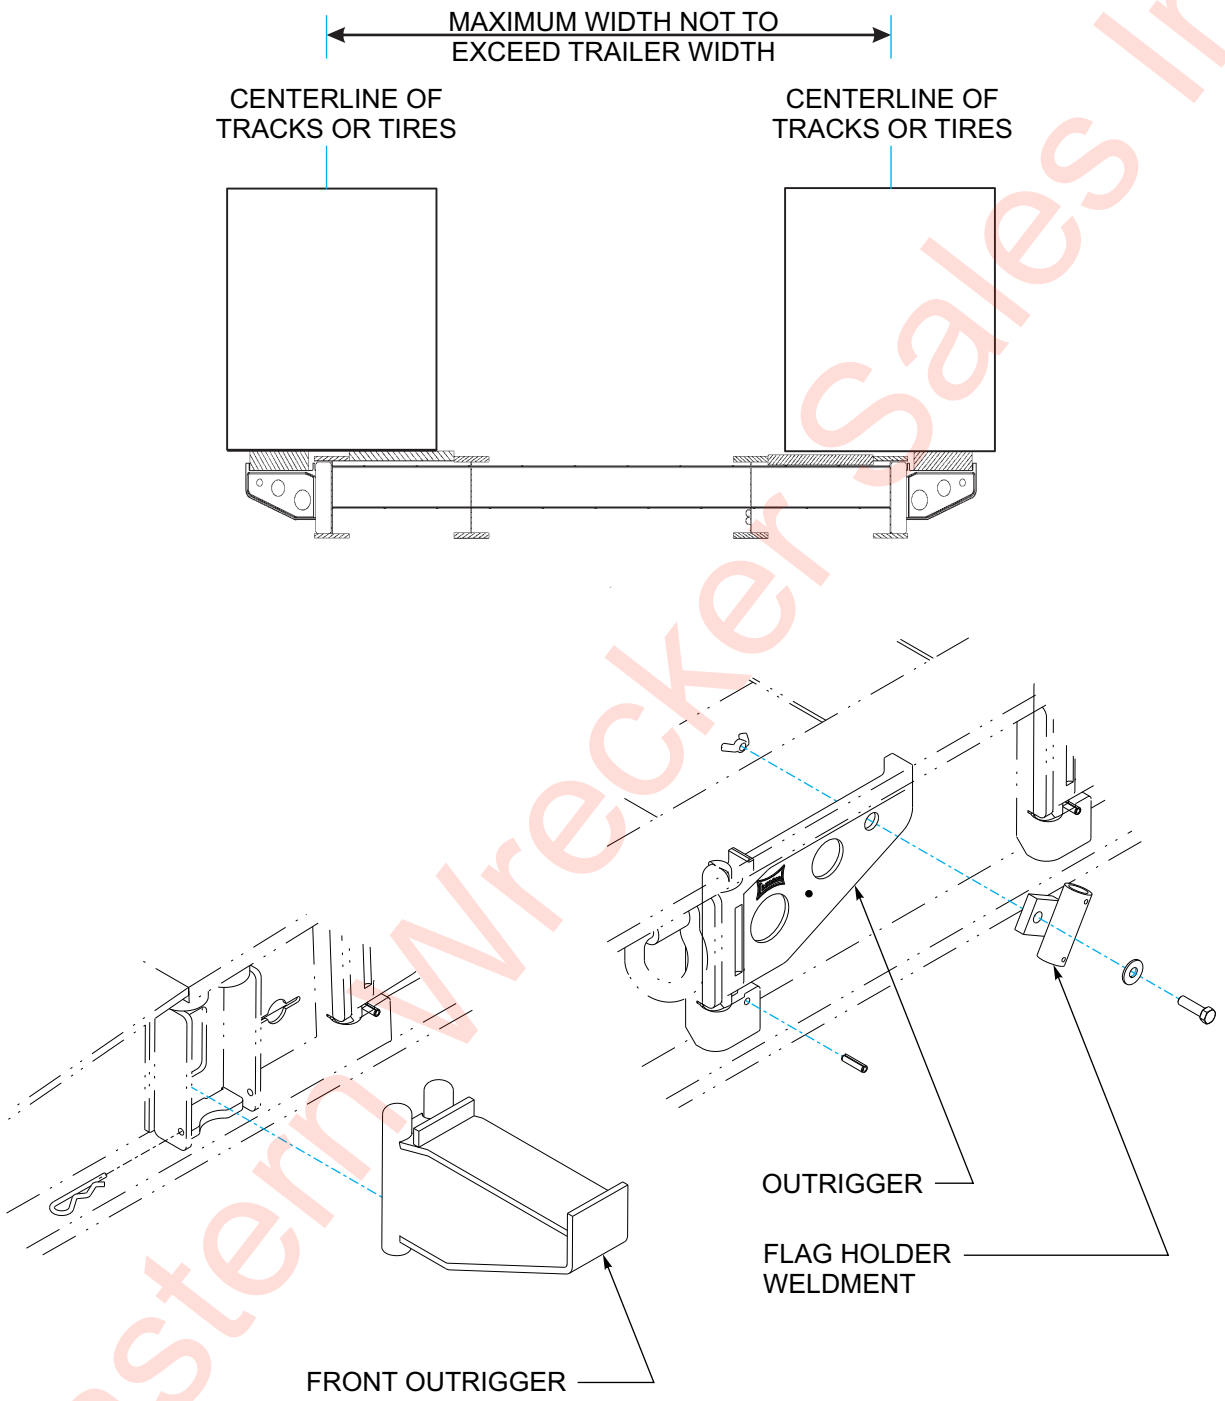

Figure 3-4: Swing Out Outrigger Platform Extension
2. Lift up and rotate swing-out outriggers outward **(See Figure 3-4.)**